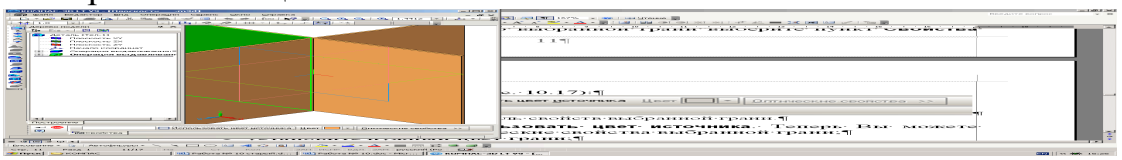

Рис. 10.17. **Панель свойств** выбранной грани.
2.10.3. На **Панели свойств** (рис. 10.17):